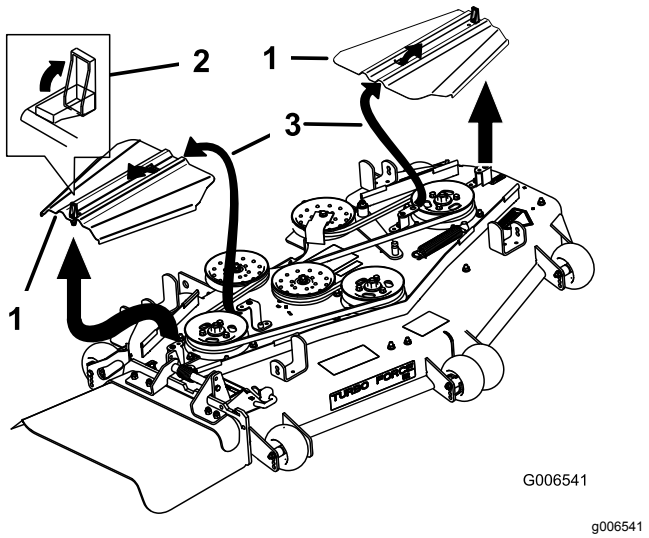

Figur 87
5. Ta bort remkåporna (Figur 87).